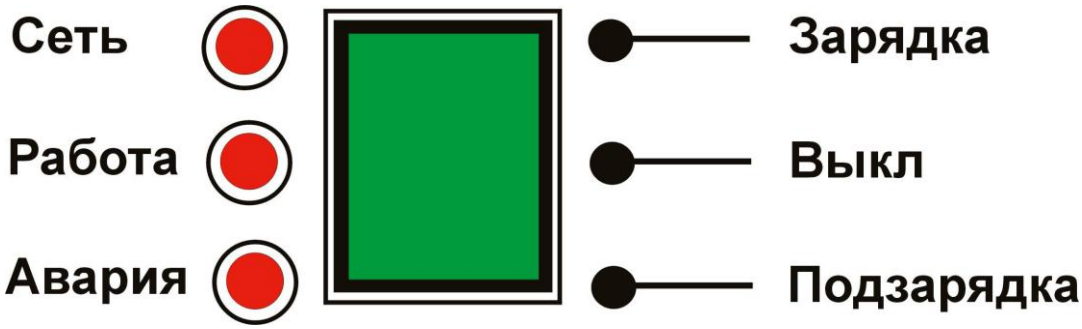

Рис. 4 Панель управления
6.1. На рис.4 представлена панель управления изделием с переключателем режимов работы и световыми индикаторами.